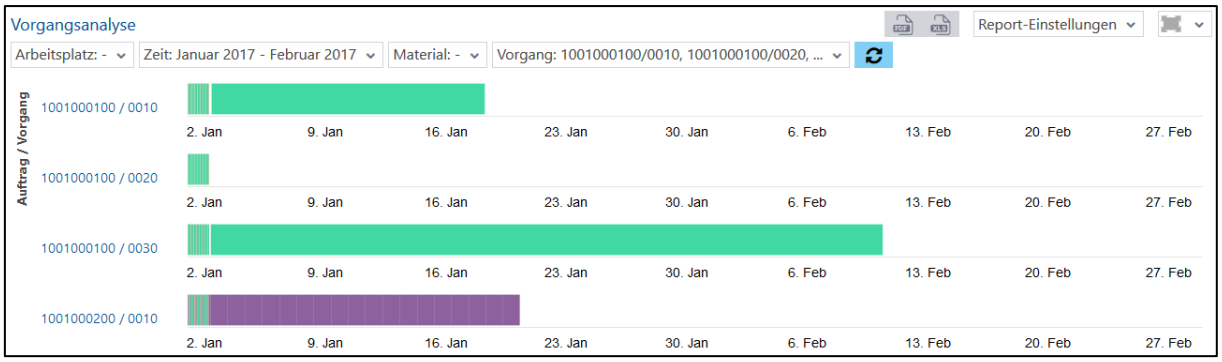

**Bild 146: Vorgangsanalyse als Zeitstrahl**
- Vorgangsanalyse als Zeitstrahl (Bild 146):